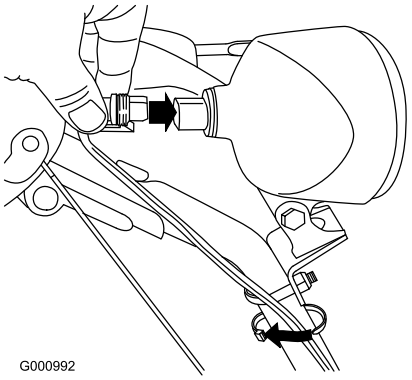

Figur 60
6. Før ledningkonnektoren direkte inn på baksiden av frontlykten til den sitter godt på plass (Figur 60).